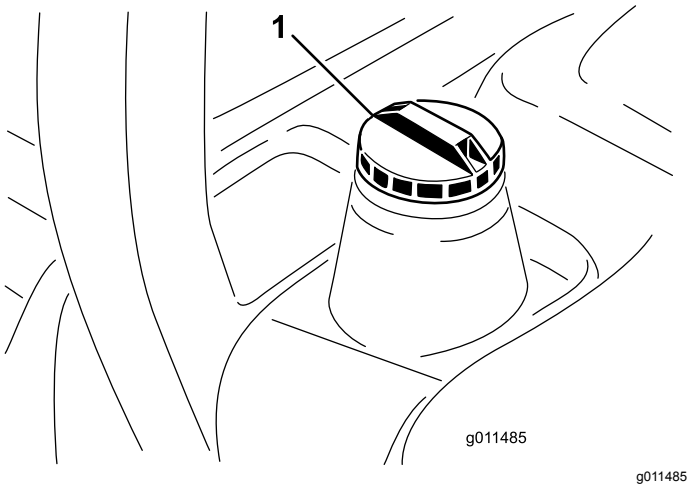

Figur 20
3. Ta bort locket från bränsletanken (Figur 20).